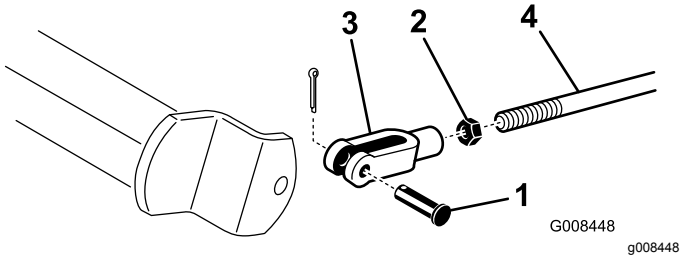

Figur 47
2. Koppla bort bromsstängerna genom att ta bort saxpinnen och sprintbulten om bromsarna inte låser sig lika mycket (Figur 47).
3. Lossa kontramuttern och justera sprinten (Figur 47).
4. Montera sprinten på bromsaxeln (Figur 47).